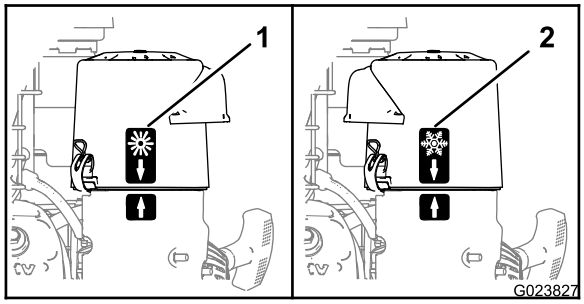

Figur 8
- Når der arbejdes i en **tilstand med kold omgivende luft** (kold lufttemperatur og -fugtighed) – placer luftfilterdækslet med snefnugget, så det vender udad (Figur 8).
- Når der arbejdes i en **tilstand med normal omgivende luft** – placer luftfilterdækslet med solen, så det vender udad (Figur 8).